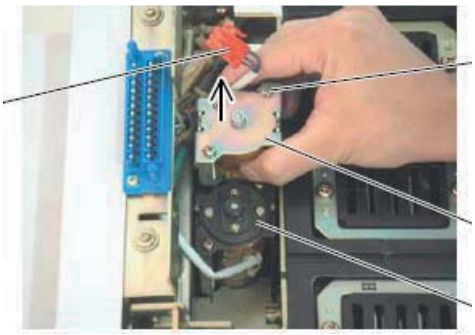

Рис. 59. Извлечение расцепителя минимального напряжения
(4) Чтобы ослабить крепежные винты расцепителя минимального напряжения поверните их на 8 или 10 поворотов, как показано на рис. 59, отсоедините соединительный разъем (красный) и затем извлеките расцепитель минимального напряжения, как показано на рис. 59.